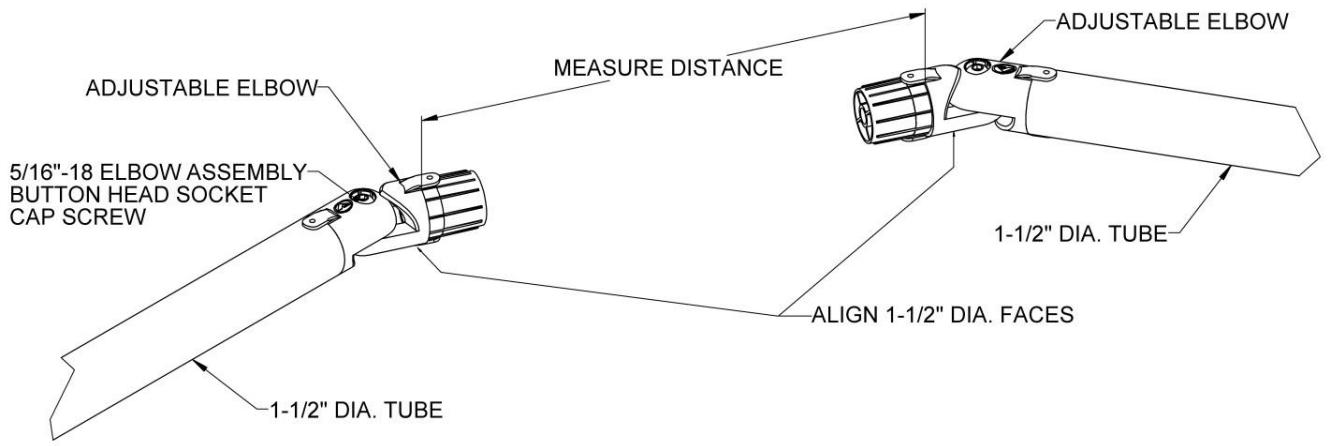

FIG. 2.1
2.1. The procedure for connecting two 1-1/2” diameter tubes ‘(tube’) is the same regardless of where the connection is located. First insert the adjustable elbows into the ends of the tubes to be connected (FIG. 2.1).
2.2. Loosen (but do not remove) the 5/16”-18 elbow assembly screws. Align the two 1-1/2” diameter faces of the opposing adjustable elbows and make sure the opposing flat faces are parallel then retighten the assembly screws (FIG. 2.1).
2.3. Measure the distance between the two 1-1/2” diameter faces (FIG. 2.1).